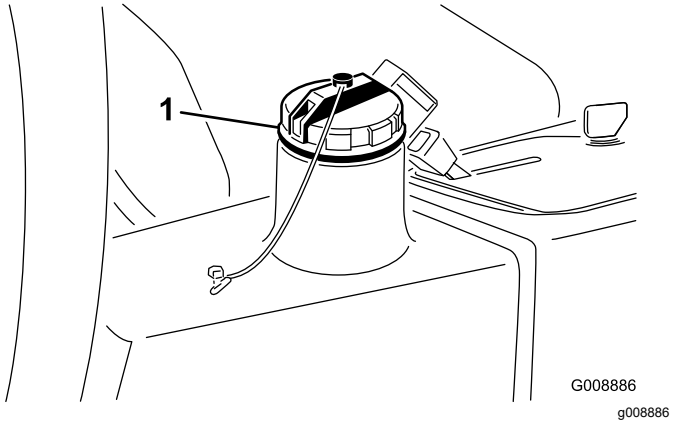

**Figur 77**
5. Fyll beholderen (Figur 77) med hydraulikkvæske, se Kontrollere nivået på hydraulikkvæsken (side 49).